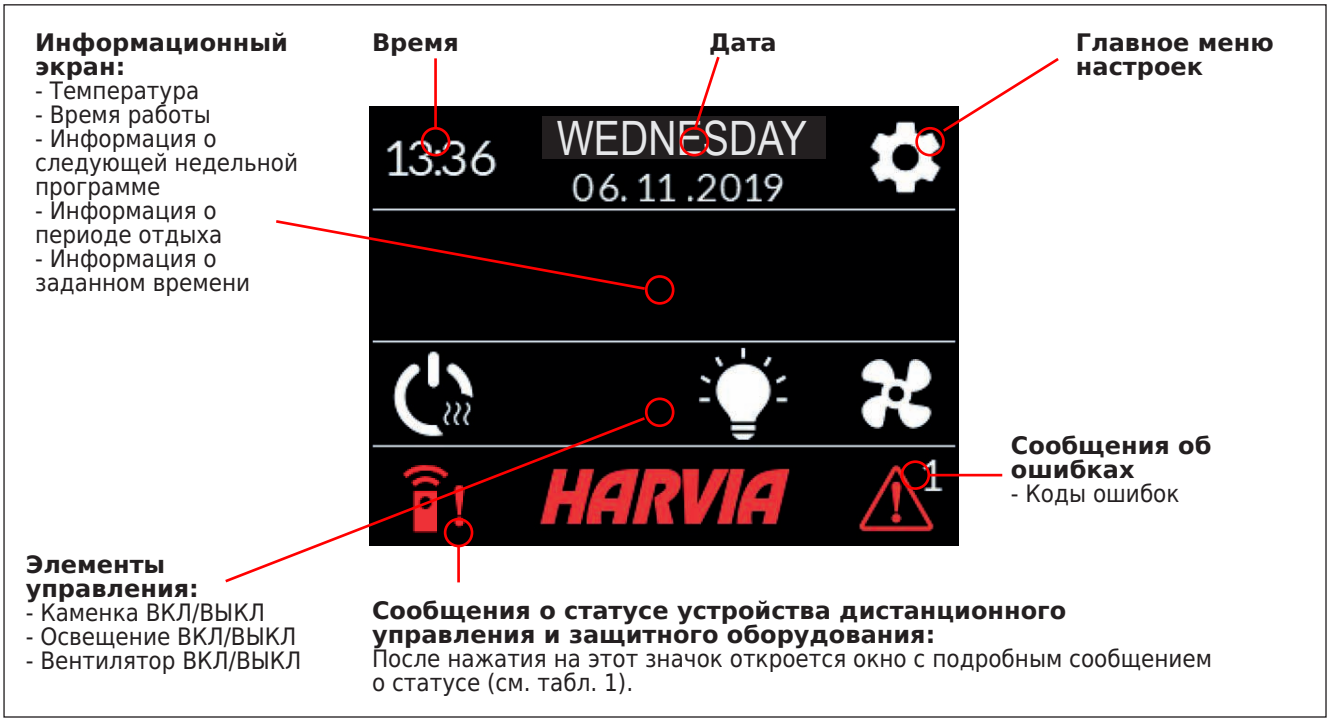

Рис. 3 Главный экран
* Чтобы перейти к уведомлениям и значку активации, нажмите на значок дистанционного управления на главном экране (рис. 3).
Вы можете изменять настройки (2.2.1-2.2.4.) прямо на главном экране. См. рис. 3.